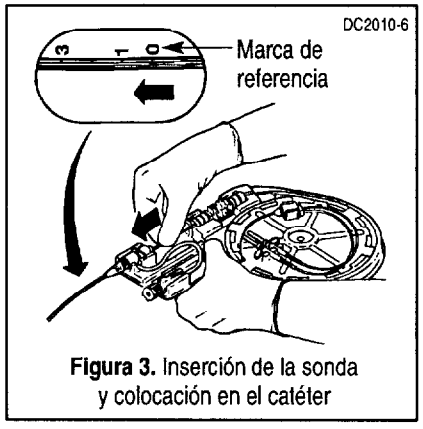

Figura 3. Inserción de la sonda y colocación en el catéter
4. Introduzca la sonda hasta que su marca de referencia de profundidad (banda negra) coincida con la marca cero del tubo de extensión transparente de la luz VD (Figura 3). A causa de las tolerancias en la fabricación, la punta de la sonda está en este momento entre el orificio VD y un punto situado a 2 cm de dicho orificio en sentido proximal. La sonda está preparada para ser introducida dentro del VD.